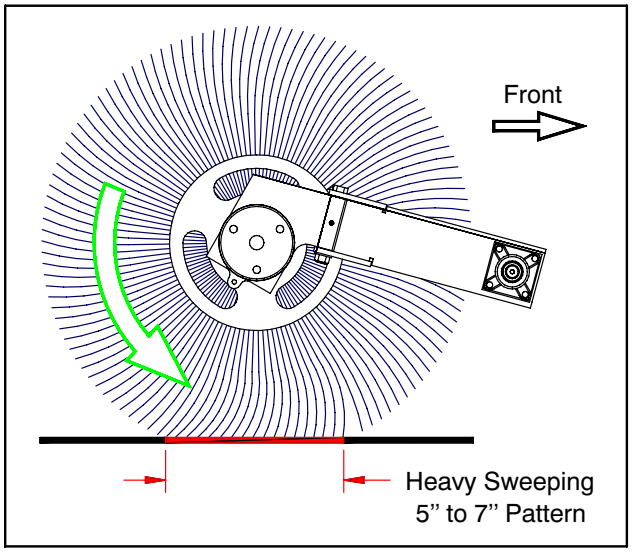

Fig: 3.3 B
5. Measure pattern *(Fig: 3.3 A&B)*.